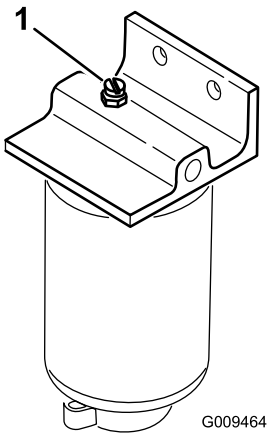

Figur 41
3. Åpne utluftingspluggen på drivstoff-/vannseparatoren (Figur 41).